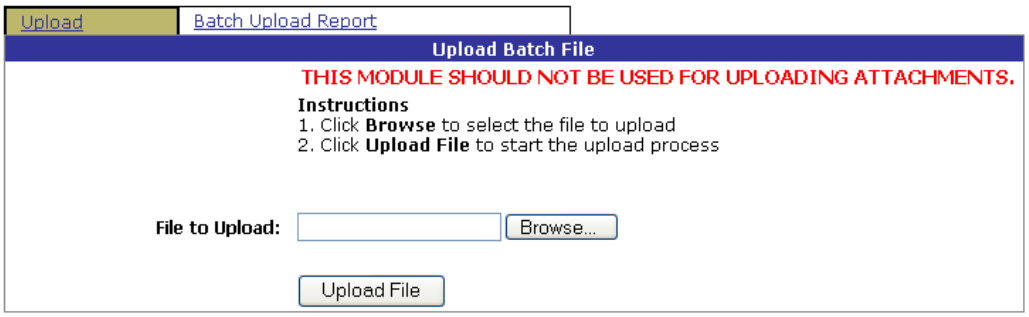

Figure 4.2
b. The user is then directed to the Upload Batch File screen in Figure 4.2.